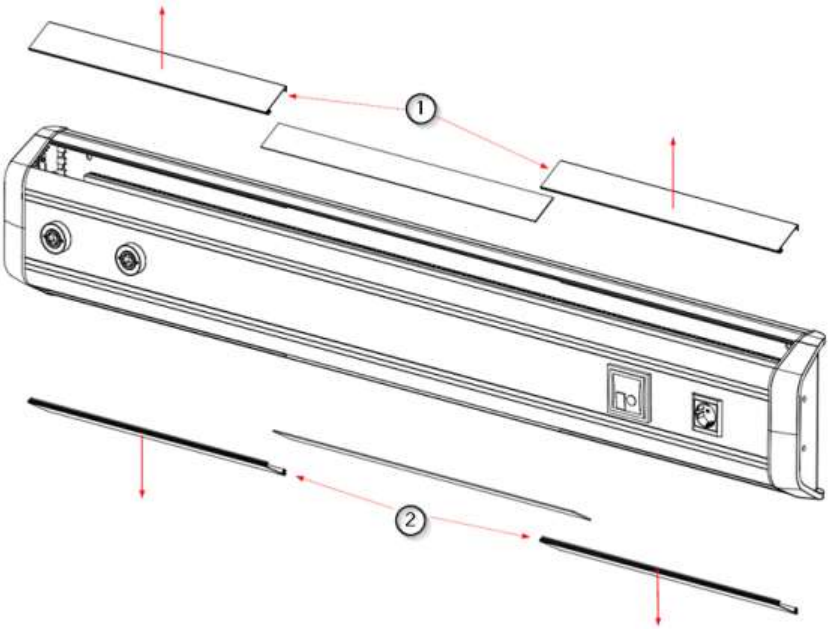

Abb. 2 Entfernen der oberen und unteren Abdeckungen
- Entfernen Sie die Diffusoren wie im vorherigen Kapitel beschrieben. Sie haben nun Zugang zur Seite der oberen ① und unteren ② Abdeckungen.
- Entfernen Sie die oberen Abdeckungen ① und unteren Abdeckungen ② wie in Abbildung 2 gezeigt und bewahren Sie sie an einem sicheren Ort auf.